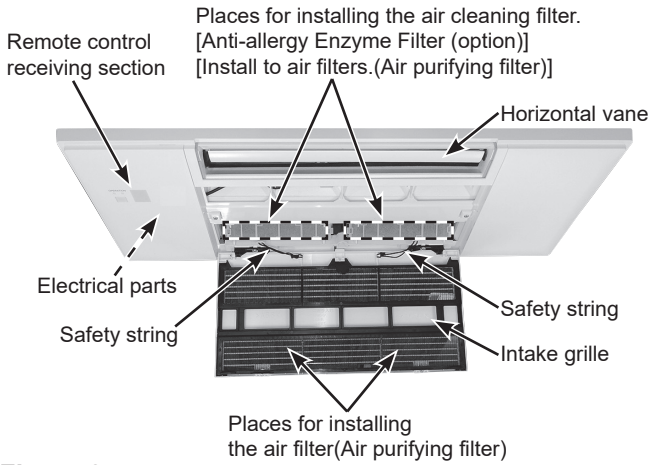

Figure 1
(1) Slide the tabs (2 places) of intake grille in the direction of the arrow (Figure 1).